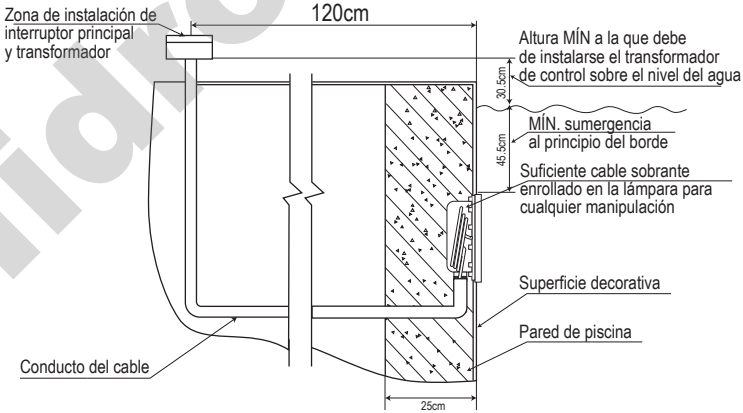

Figura 2A. Lámpara con nicho
1.- Dejar suficiente espacio en la alberca para cementar el nicho, respetando el diagrama de la figura 2A y 2B descrito anteriormente (consulte modelos).